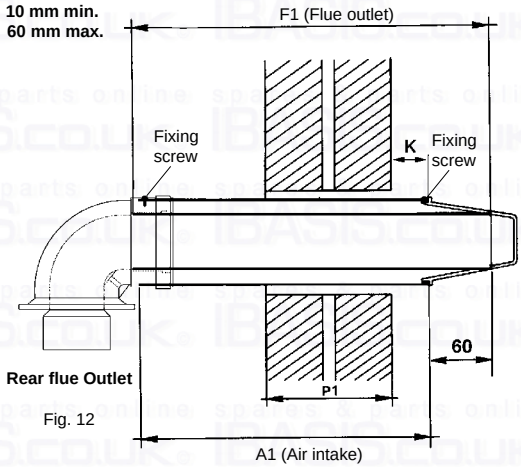

Fig. 12
4.1 **Rear Flue Outlet** (fig. 12)
6.1.5 Check the terminal relationship with the wall as shown in fig. 12.